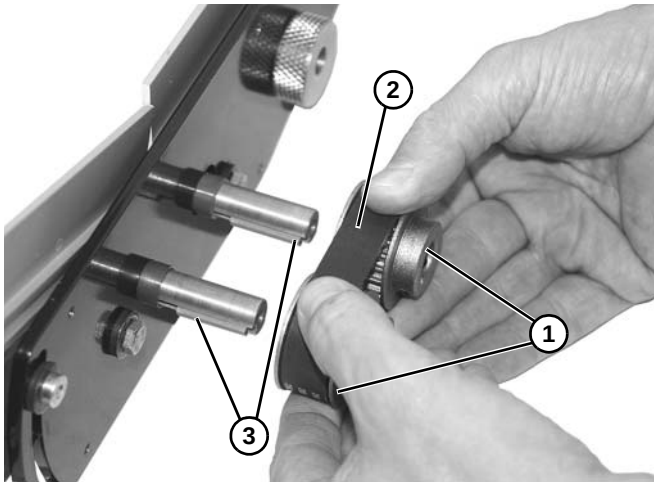

Abbildung 79
4. Beide Riemenscheiben **(Abbildung 79, Teil 1)** und Band **(Abbildung 79, Teil 2)** entfernen.
5. Überprüfen, dass zwei Schlüssel **(Abbildung 79, Teil 3)** auf jeder Welle eingebaut sind.
6. Neues Band **(Abbildung 79, Teil 2)** und beide Riemenscheiben **(Abbildung 79, Teil 1)** einbauen.